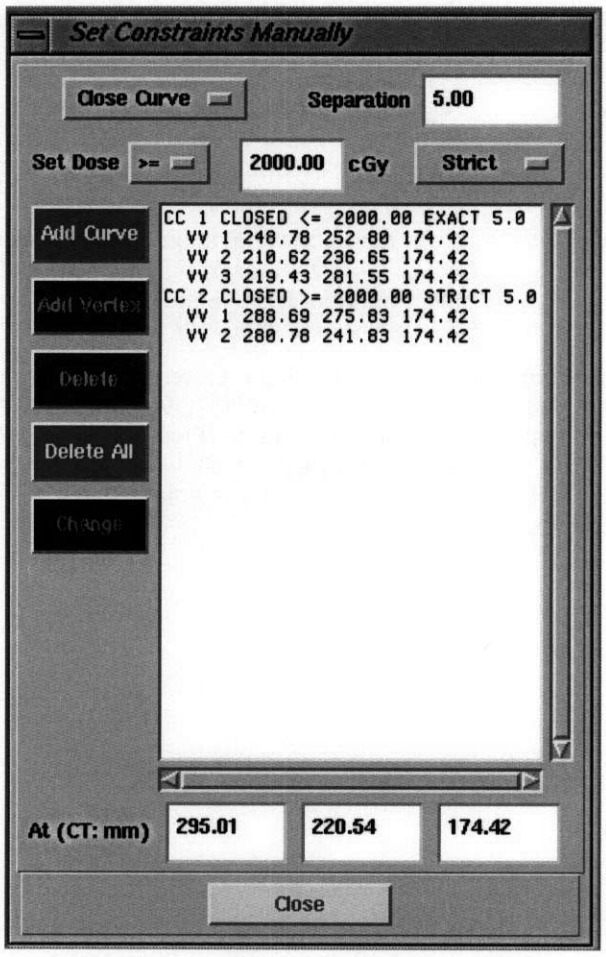

**Figure 51 Manual Constraint Curves**
In addition to automatically generated constraints, you can manually create constraints. This can be done when in inverse planning by clicking **SET MANUALLY**. Alternatively, if the inverse planning window is not displayed it can be set from the Constraint Curves option in the Model Parameters menu. Either selection displays the Set Constraints Manually (*Figure 51 Manual Constraint Curves, page 55*) window.
**Step 1.** Highlight the constraint and use the cursor to select a point in the Axial, Sagittal, or Coronal View windows. A magenta +, marked *0*, appears at the point, and its coordinates in the CT coordinate frame appear at the bottom (*Figure 51 Manual Constraint Curves, page 55*).